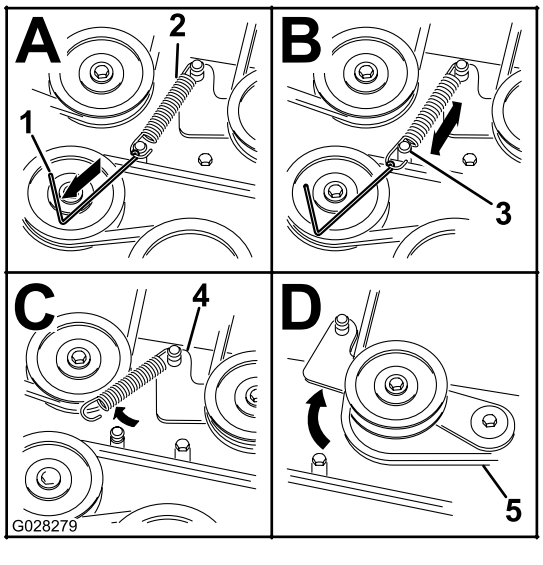

Figure 61
5. Détachez le ressort de la poulie de tension à ressort. Voir Figure 61.
Remarque: Utilisez l'outil de dépose de ressort (réf. Toro 92–5771) pour décrocher le ressort de l'ergot du tablier de coupe (Figure 61).